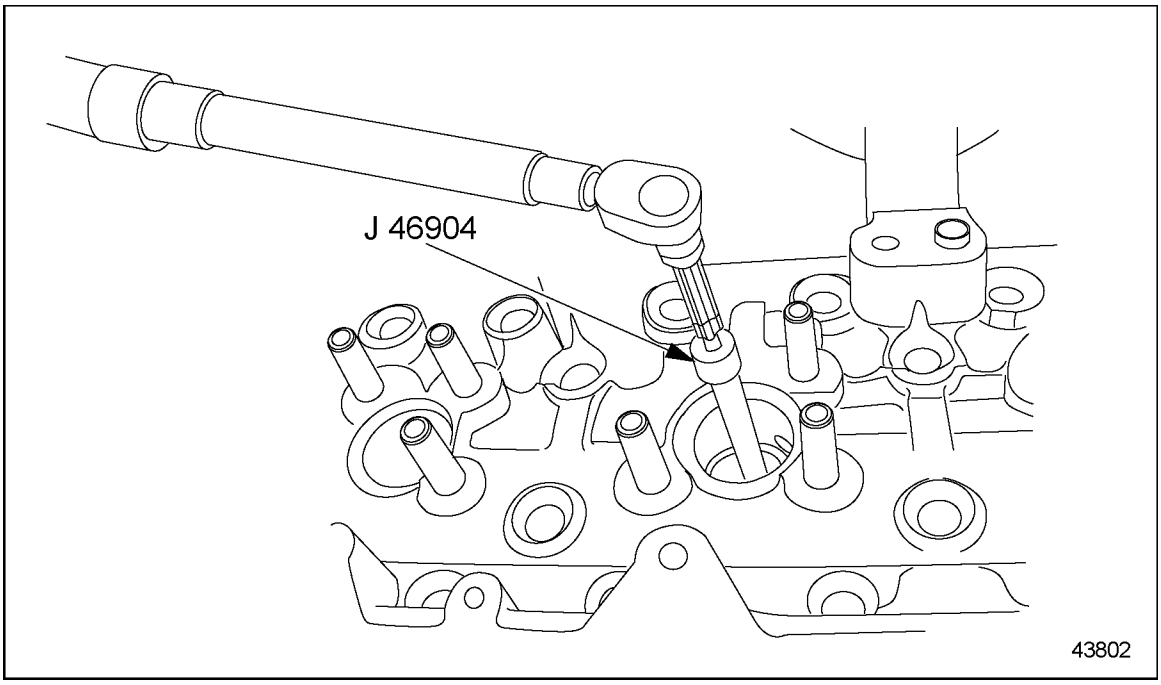

Figure 2-40 Installation of Injector Tube in Cylinder Head
5. Using tool J 46904 install injector tube in injector bore. See Figure 2-40.